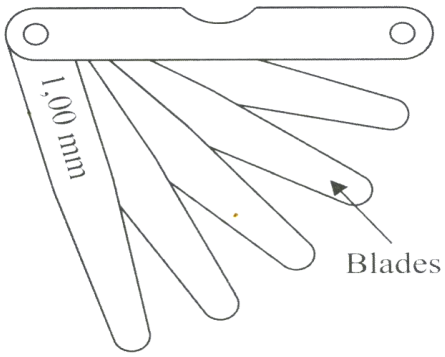

FIGURE 5 (1)
3.4 What is the gauge in FIGURE 5 called?